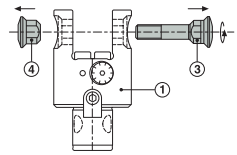

Fig. 1
Remove central screw (3) and nut (4) (Fig. 1).